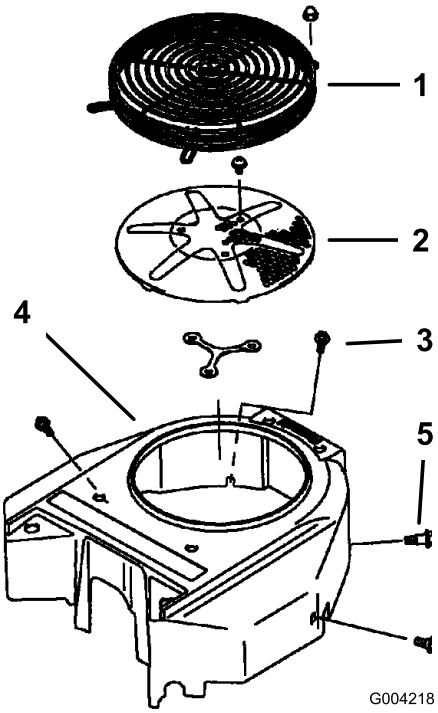

Figur 79
Før hver idriftsættelse skal eventuelt ophobet græs, snavs eller andet affald fjernes fra motorgitteret. Dette sikrer tilstrækkelig køling samt korrekt motoromdrejningstal og mindsker risikoen for overophedning og mekanisk beskadigelse af motoren (Figur 79).
3. Fjern luftindtagsskærmen, tilbageslagsstarteren og ventilatorhuset (Figur 79).
5. Monter luftindtagsskærmen, tilbageslagsstarteren og ventilatorhuset (Figur 79).